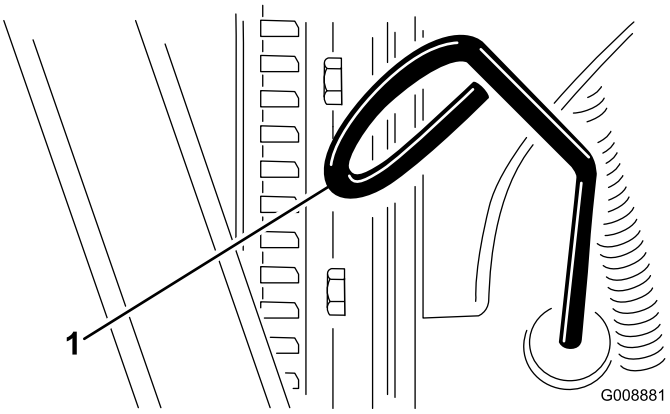

Figuur 23
3. Verwijder de peilstok en veeg deze schoon. Plaats daarna de peilstok weer terug (Figuur 23).